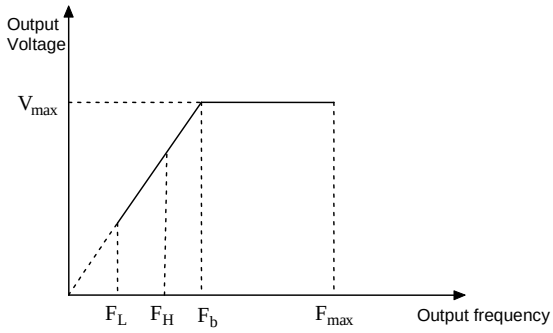

Fig.6-1 Characteristic parameters
Max output frequency is the highest permissible output frequency of the drive, as shown in Fig. 6-1 as F_{max};
Max output voltage is the highest permissible output voltage of the drive, as shown in Fig. 6-1 as V_{max}
Upper limit of frequency is the highest permissible operating frequency of the user setting, as shown in Fig. 6-1 as $F_{H.}$
Lower limit of frequency is the lowest permissible operating frequency of the user setting,as shown in Fig.6-1 as F_L.
Basic operating frequency is the Min. frequency when the drive outputs the max voltage in V/F mode, as shown in Fig. 6-1 as F_b
4. The Max. output frequency,upper limit frequency and lower limit frequency is as shown in Fig.6-1.